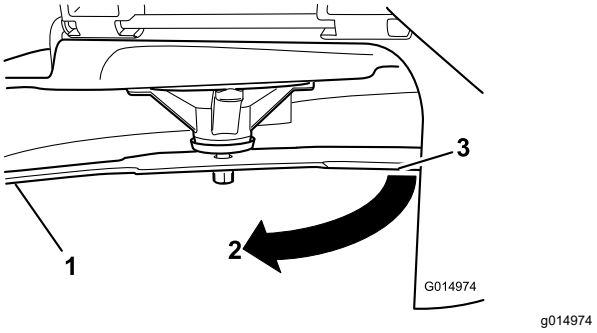

**Figuur 76**
3. Gemeten afstand tussen mes en de ondergrond (A)
4. Draai hetzelfde mes 180 graden, zodat de maairand aan de andere kant nu in dezelfde stand staat (Figuur 76).